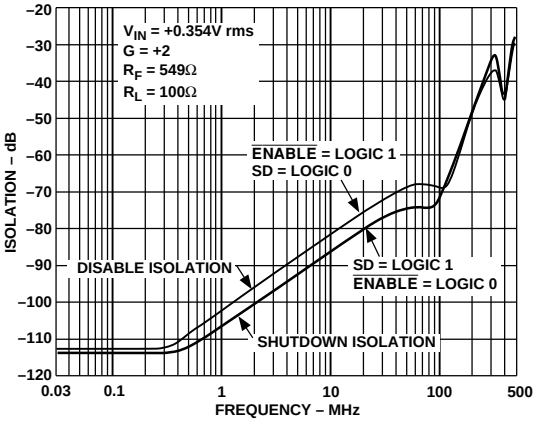

Figure 14. AD8174R Disable and Shutdown Isolation vs. Frequency
[7]AD8174 only. Shutdown (SD) pin is grounded. Mux is disabled, (i.e., $\overline{\text{ENABLE}}$ = Logic 1) and all inputs are driven simultaneously with V_{IN} = 0.354 V rms. Output is monitored at f = 5 MHz and 30 MHz; R_L = 100 Ω. In this mode, the output impedance of the disabled mux is very high (typ 10 MΩ), and the signal couples across the package; the load impedance and the feedback network determine the crosstalk. For instance, in a closed-loop gain of +1, $r_{OUT} \cong$ 10 MΩ, in a gain of +2 ($R_F = R_G$ = 549 Ω), r_{OUT} = 1.1 kΩ (see Figure 14).
[8]AD8174 only. $\overline{\text{ENABLE}}$ pin is grounded. Mux is shutdown (i.e., SD = Logic 1), and all inputs are driven simultaneously with V_{IN} = 0.354 V rms. Output is monitored at f = 5 MHz and 30 MHz; R_L = 100 Ω. (see Figure 14). The mux output impedance in shutdown mode is the same as the disabled mux output impedance.